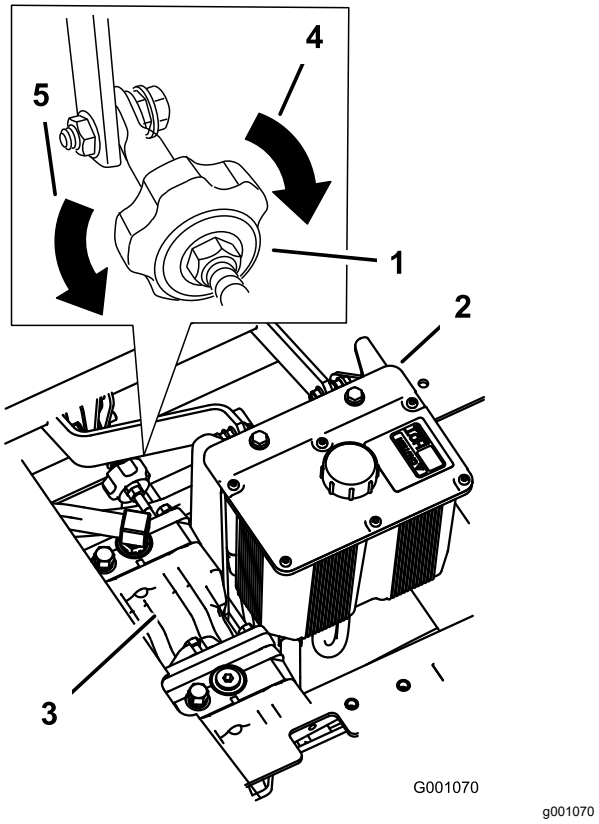

Figuur 98
2. U stelt de lengte van de pompstang af door de knop in de juiste richting te draaien, totdat de het wiel stil staat of iets achteruit kruipt (Figuur 98).